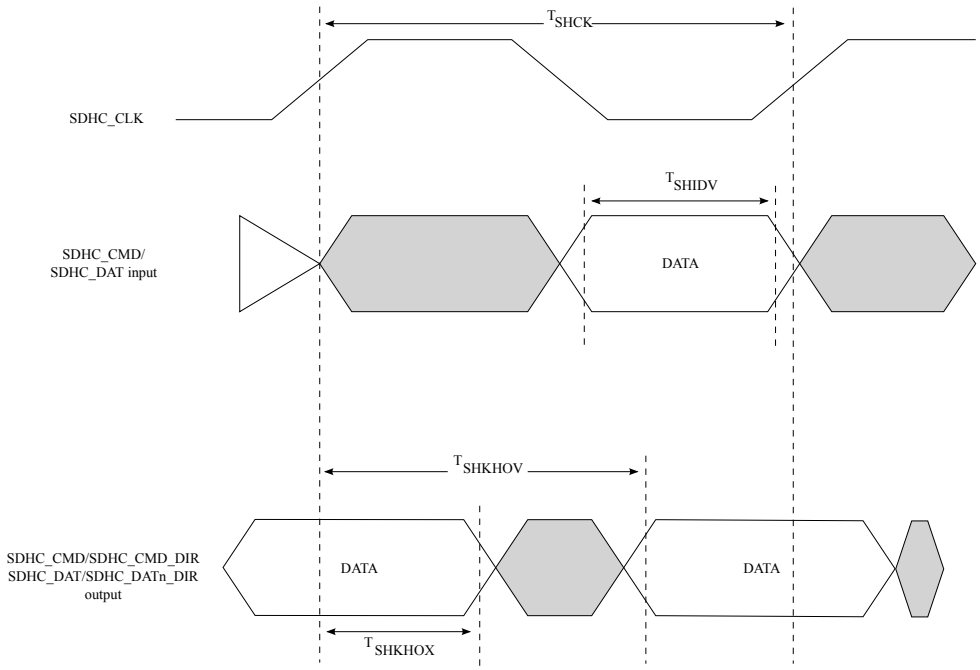

Figure 16. eSDHC SDR104/HS200 mode timing diagram
2. The symbols used for timing specifications herein follow the pattern of $t_{\text{(first two letters of functional block)(signal)(state) (reference)(state)}}$ for inputs and $t_{\text{(first two letters of functional block)(reference)(state)(signal)(state)}}$ for outputs. For example, $t_{SHKHOX}$ symbolizes eSDHC highspeed mode device timing (SH) clock reference (K) going to the high (H) state, with respect to the output (O) reaching the invalid state (X) or output hold time. Note that in general, the clock reference symbol is based on five letters representing the clock of a particular functional. For rise and fall times, the latter convention is used with the appropriate letter: R (rise) or F (fall).
3. See Figure 16.
5. For HS400 without enhanced strobe (DQS) command, see Figure 16.